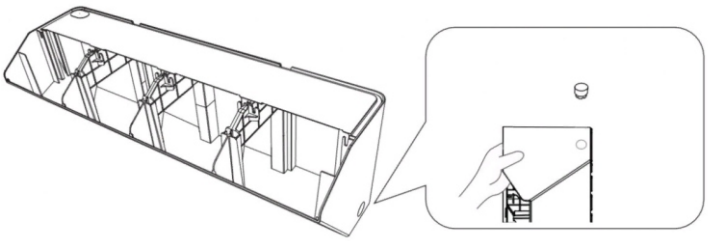

Рис. 32
- Извлеките заглушку с правой стороны каждого модуля. См (рис.32)